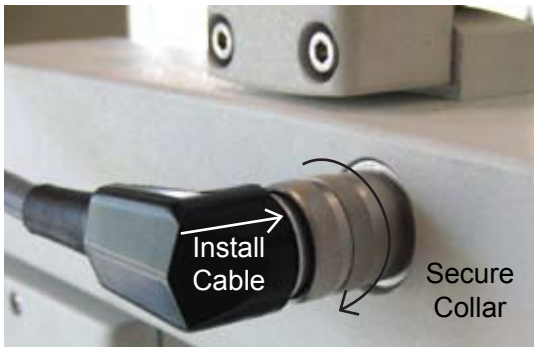

Figure SU-08, Install Phoroptor Cord
2. Secure the metal Collar on the Phoroptor Cable by turning it clockwise until the cord is fully secured and properly seated to the back of the Phoroptor Head. Refer to Figure SU-08.